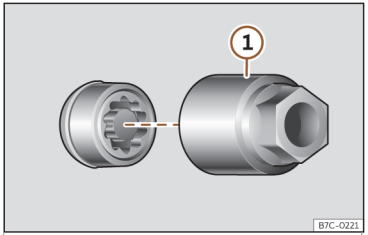

Fig. 33 Tornillo antirrobo de la rueda con capuchón y adaptador. »
- Encaje el adaptador especial››› **fig. 33** ① (herramienta de a bordo››› **pág. 45**) en el tornillo antirrobo de la rueda hasta el tope.